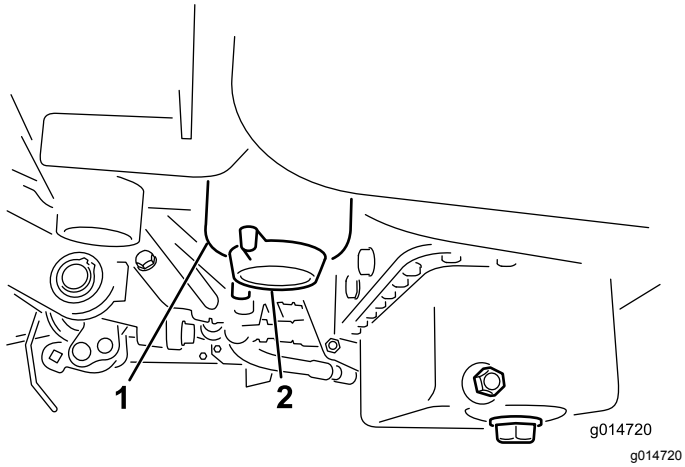

Figuur 42
2. Reinig de omgeving van de plaats waar de filterbus wordt gemonteerd (Figuur 42).
4. Open de filteraftapplug (Figuur 42).